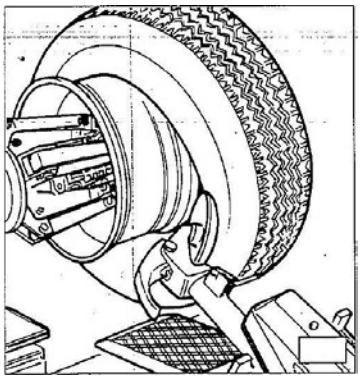

Рис. 7.5
1) В случае простого демонтажа шины, после ослабления бортов, используйте разбортовочный диск для прижатия к внутренней плоскости шины таким образом, чтобы оба борта отсоединились от обода (см. рис. 7.5).